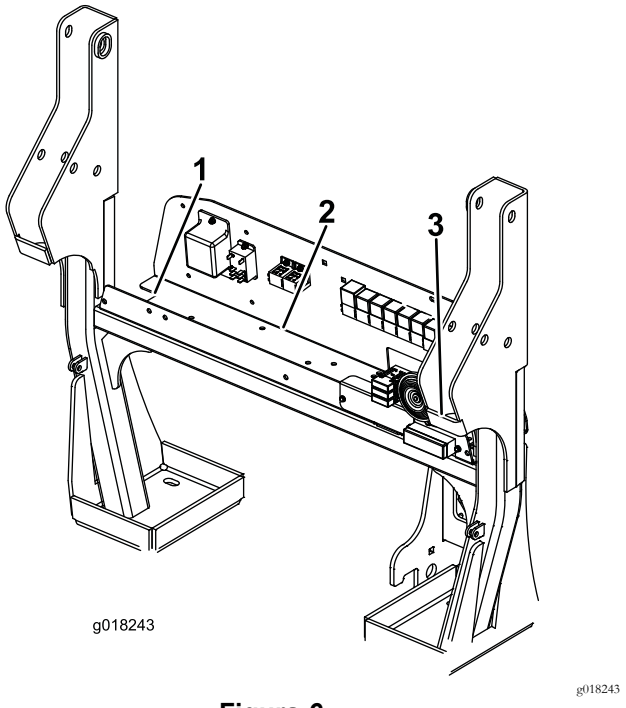
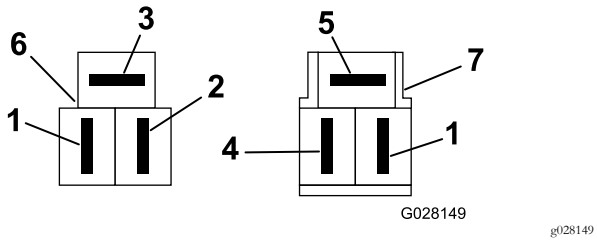

Figura 6
Figura 9
12. Collegate i cavi al cablaggio principale della macchina, situato sulla piastra elettrica (Figura 6), come indicato qui di seguito:
5. Agendo sulla piastra elettrica, collegate il connettore a 3 pin del pressostato elettrico al connettore corrispondente situato sul cablaggio principale della macchina (Figura 6 e Figura 9).